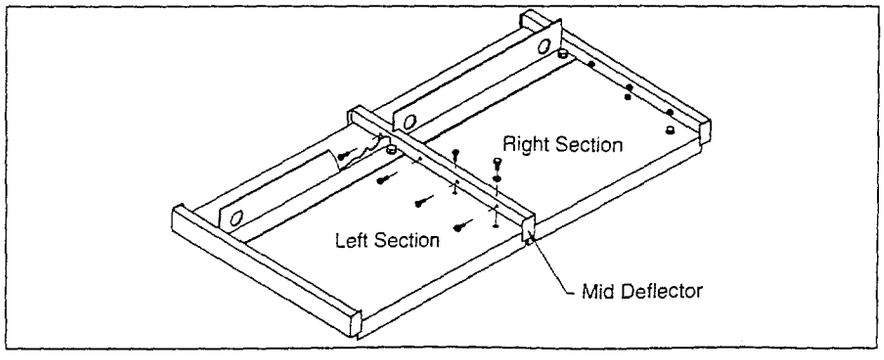

Figure 61: Removing mid deflector cap
3. Remove the mid deflector cap from the right side of the existing Type 3R enclosure (figure 61).
6. Re-attach the mid deflector, ensuring that both top plate flanges are covered (figure 61).